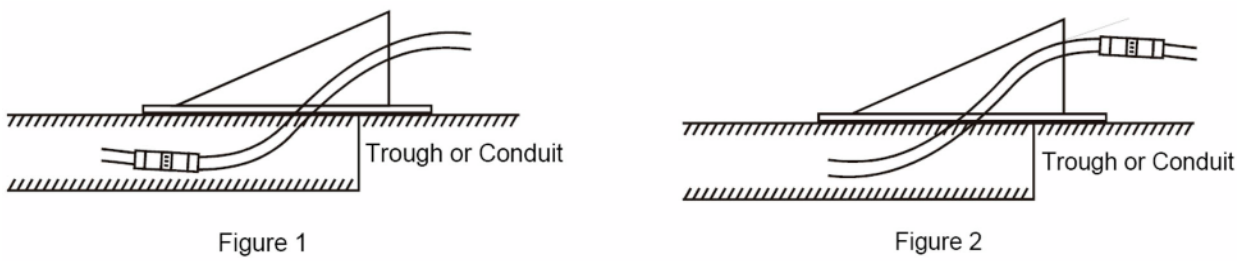

Figure 1 Figure 2
- Connectors mounted in trough under mounting bracket (Figure 1)